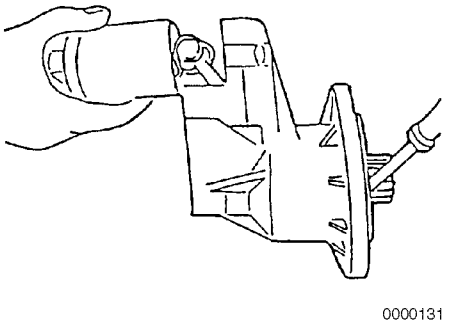

Figure 11-29
5. Reassemble the magnetic switch assembly to the gear housing. Pry the pinion away from the gear housing to allow installation of the magnetic switch assembly **(Figure 11-29)**.